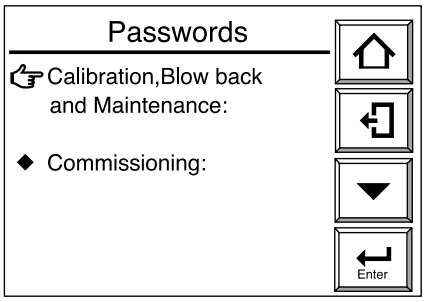

Figura 8.20 Display Password
(1) Premere il tasto Configurazione nel display base per visualizzare il display Esecuzione/Configurazione.
(2) Selezionare Setup per visualizzare il display “Commissioning” (configurazione).
(3) Selezionare Others e quindi Passwords per visualizzare il display Password illustrato nella figura 8.20.
(4) Selezionare “Calibration, Blowback and Maintenance” per impostare le password rispettivamente per calibrazione, Blowback e manutenzione.
(5) Viene visualizzato quindi il display “text entry” per l’immissione di testi. Immettere la password composta da un massimo di otto caratteri alfanumerici.
(6) In modo analogo seguire i punti da 1 a 5 di cui sopra per impostare la password di configurazione.
(7) Registrare le password per gestirle adeguatamente.